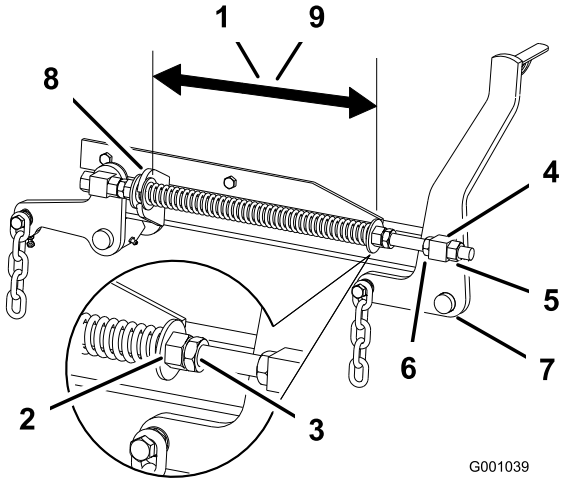

Figur 74
2. Kontroller avstanden mellom de to store skivene. Den må være 28,2 cm for 52 tommers klippeenheter og 26,7 cm for 60 tommers klippeenheter (Figur 74).
3. Juster denne avstanden ved å løsne låsemutteren for fjæren og mutteren foran hver fjær (Figur 74). Fjæren
4. Lås mutteren i stilling ved å trekke til fjærens låsemutter (Figur 74).